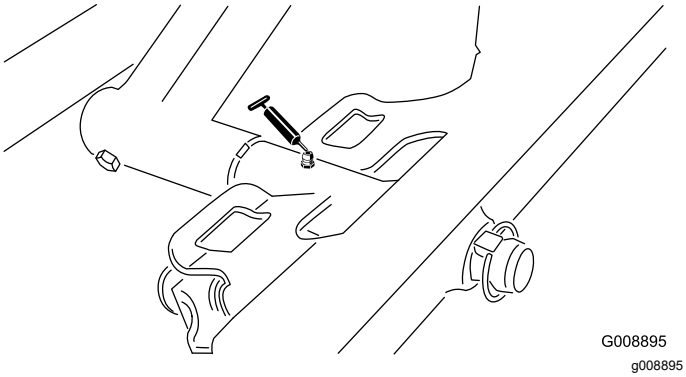

Rysunek 57
- Oś przedniego zespołu tnącego (Rysunek 57)